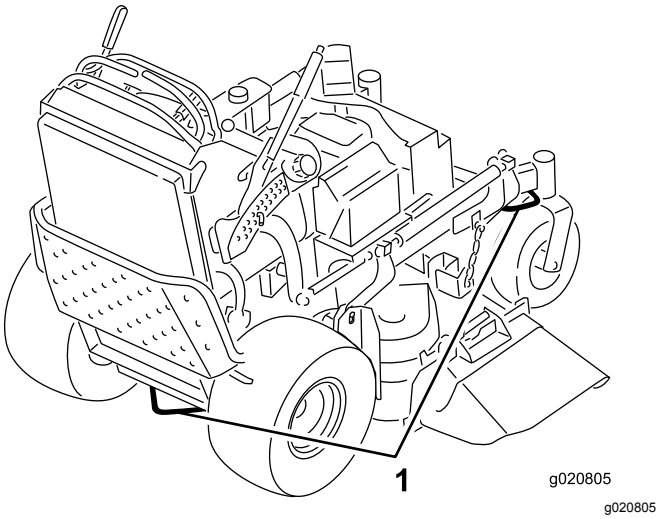

**Figur 25**
6. Brug metalstropperne på maskinen til at fastgøre maskinen til anhængeren eller lastbilen med stropper, kæder, kabler eller reb (Figur 25).